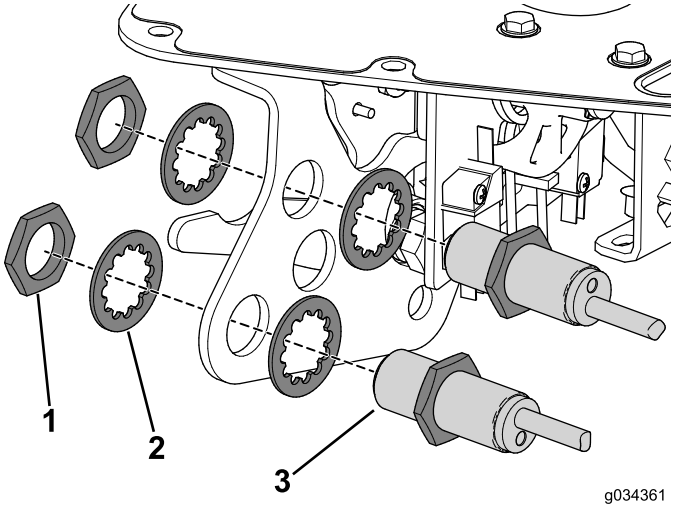

Rysunek 23
3. Używając nakrętek i wcześniej odkręconych podkładek zabezpieczających, zamocuj czujniki zbliżeniowe do wspornika dźwigni sterowania funkcją (Rysunek 23).